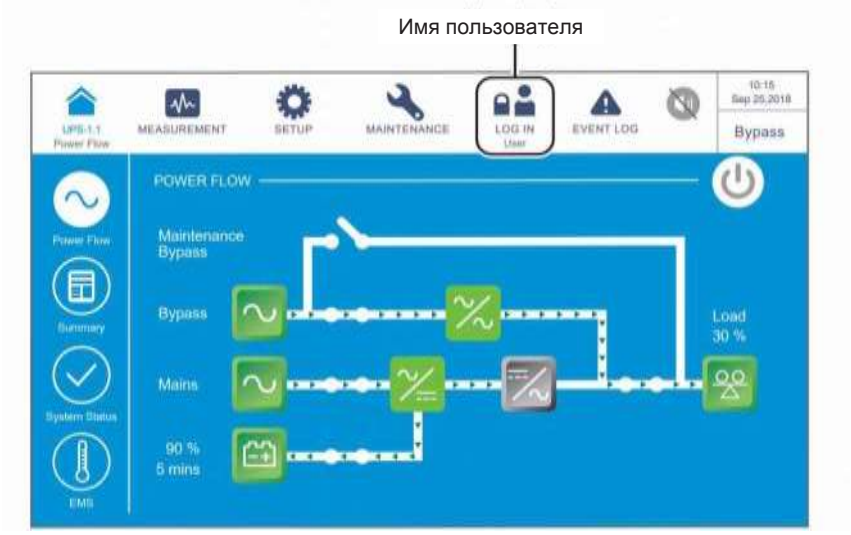

Рисунок 7-4: Главный экран и имя пользователя
2. Примерно через 20 секунд после появления начального экрана (см. ***Рисунок 7-3***) на ЖК-дисплее появится главный экран (см. **Рисунок 7-4**). После этого можно использовать ЖК-дисплей для управления ИБП. Обратите внимание, что при появлении главного экрана состояние входа пользователя (**User**) будет таким, как показано на рисунке ниже.